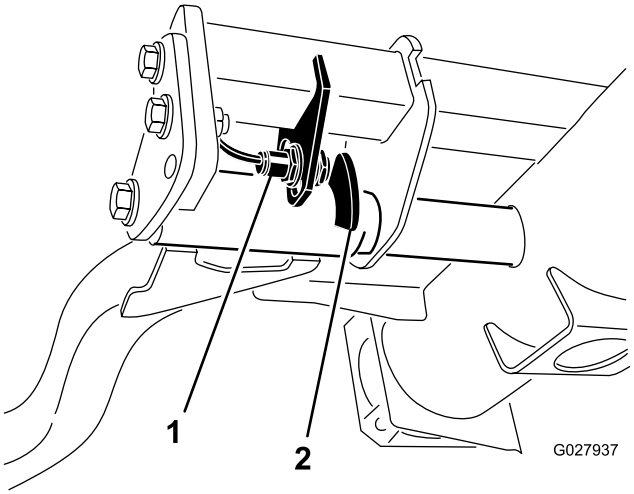

Figur 36
2. Løftearmskontakten er placeret under hydrauliktanken bag løftearmen forrest til højre (Figur 36).
3. Løsn kontaktens monteringsskruer (Figur 36), og flyt kontakten ned for at forøge løftearmens drejehøjde, eller flyt kontakten op for at mindske løftearmens drejehøjde.